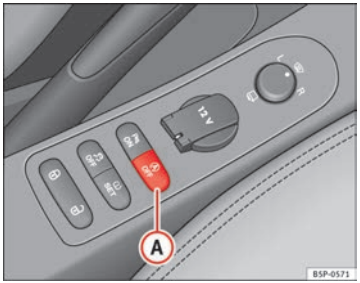

Fig. 140 The Start-Stop function button.
– Press the (A) ⇒ Fig. 140 located in the centre console. When the Start-Stop function is deactivated, the pushbutton indicator lights.
– Press the (A) ⇒ Fig. 140 located in the centre console. The indicator on the button will go out.